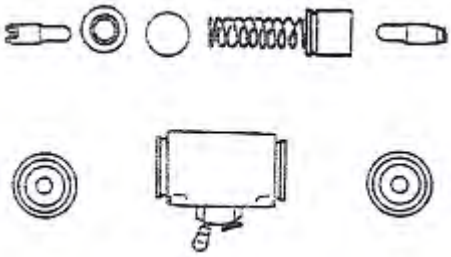

figure 2-22
(7) Analyze subsidiary brake pump:Disassemble scraper seal. Press one terminal piston to push out another terminal one,then push out the rest one with finger.See figure 2-22